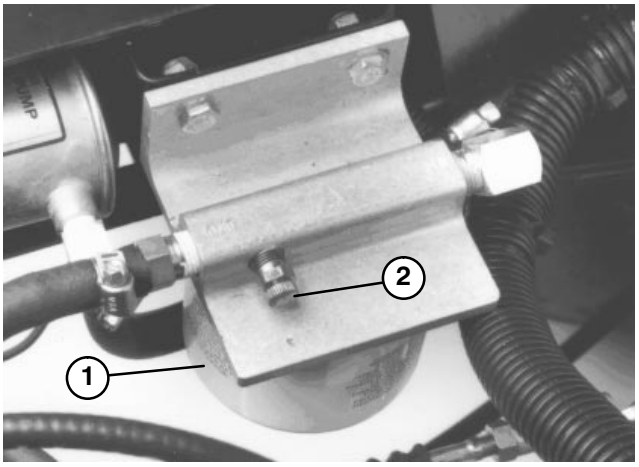

**Figure 20**
**1.** Loosen air bleed screw on top of fuel filter/water separator (Fig. 20).